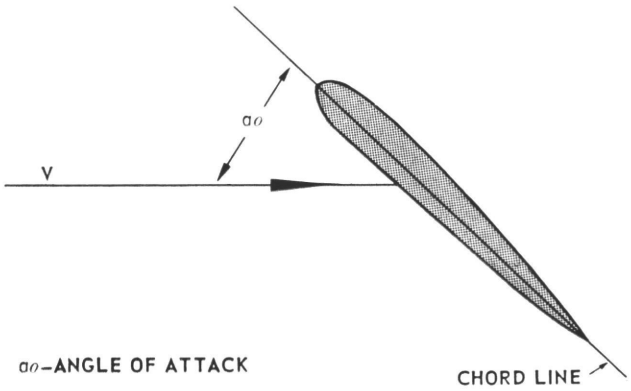

Figure 1
First, you should understand several definitions and principles of aerodynamics shown in the following sketches: Figure 1. To produce a certain lift coefficient, an airfoil section must have a certain angle of attack between the chord line and the average relative wind. The average relative wind is represented as a vector (V) with an exaggerated angle of attack.